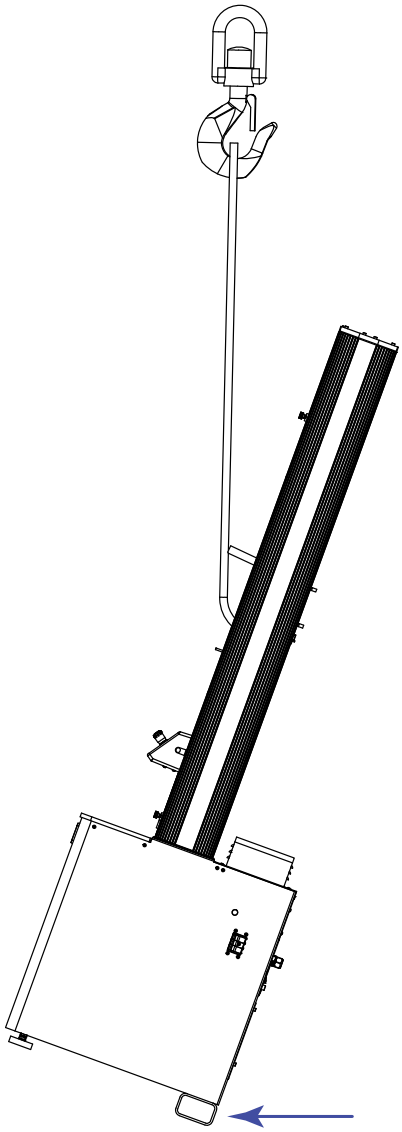

图 24. 扶正机架
5. 缓慢地将机架提升到垂直位置 （参见第 73 页图 24）。
在起吊过程中，确保与装运垫板或地面接触的唯一部件是机架底座后部的管状支架（如第 73 页图 24 中的箭头所示）。